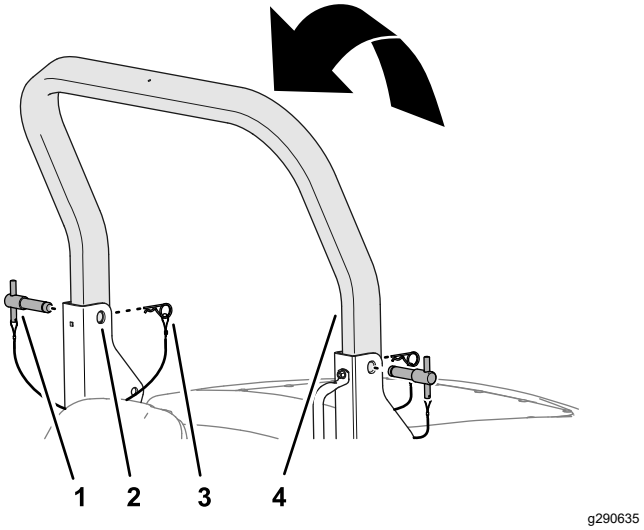

Figur 29
3. Hev den øvre veltebøylen til hullene i veltebøylen er på linje med svingbrakettene (Figur 29).
4. Sett inn veltebøyleboltene gjennom de øvre hullene i svingbrakettene og den øvre veltebøylen (Figur 29).
5. Fest veltebøyleboltene til svingbrakettene med hårnålssplintene (Figur 29).